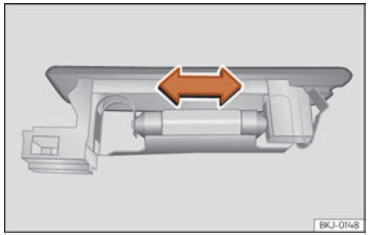

Fig. 169 Luz del maletero.
- Presione la lámpara lateralmente y extráigala del alojamiento ››› fig. 169.